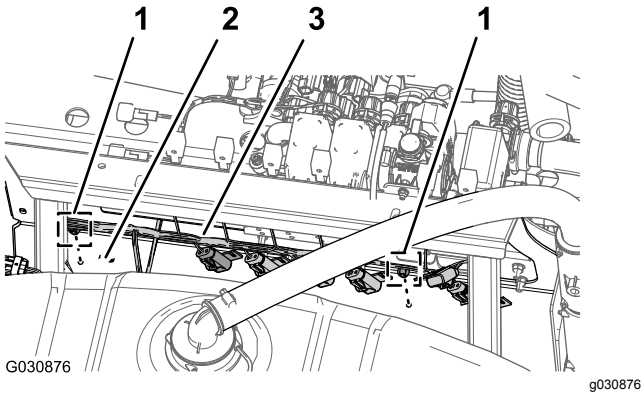

Figur 56
3. Fjern skyvefestet som fester den bakre ledningssatsen til hullene foran på manifoldfestet (Figur 56).